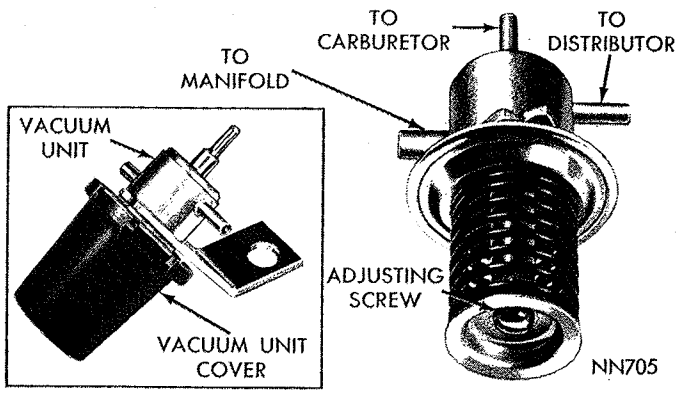

***Fig. 1—Distributor Vacuum Control Valve Adjustment***
To adjust the control valve, refer to (Fig. 1) then proceed as follows:
(5) Remove the distributor vacuum tube at the distributor and clamp the tube closed.
(6) Set the basic ignition timing to manufacturers specifications (5° ATDC). The curb idle speed must be at the specified rpm before the timing is adjusted.
(7) Adjust carburetor to obtain the specified engine speed and exhaust emission level. The distributor vacuum must be below 6 in. of mercury at curb idle.
(8) Remove the clamps from the vacuum tubes and reconnect vacuum tube to the distributor. Remove vacuum valve cover (Fig. 1).
(9) Speed engine up to 2000 rpm in neutral and hold speed for approximately 5 seconds. Release throttle and observe distributor vacuum. When the throttle is released, the distributor vacuum should increase to above 16 inches of mercury and remain there for a minimum of 1 second. The distributor vacuum must fall below 6 inches of mercury within 3 seconds after the throttle is released.
(10) Adjust valve is necessary. Turning the spring end adjusting screw counterclockwise will increase the time the distributor vacuum remains above 6 inches of mercury after the throttle is released. One turn of the adjusting screw will change the valve setting by approximately ½ inch of mercury. If the valve cannot be adjusted to the specifications described in step no. 9, replace valve (Fig. 1).
(11) Replace vacuum valve cover. Reset the carburetor dash pot (if so equipped) and check valve performance as outlined in step no. 9. If the distributor vacuum does not fall below 6 inches of mercury within 4 seconds after the throttle is released, readjust or replace the dash pot.